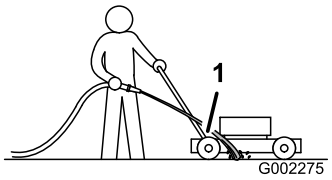

Figuur 33
3. Houd de tuinslang ter hoogte van de handgreep en richt de waterstraal op de grond, net vóór het rechter achterwiel (Figuur 33).